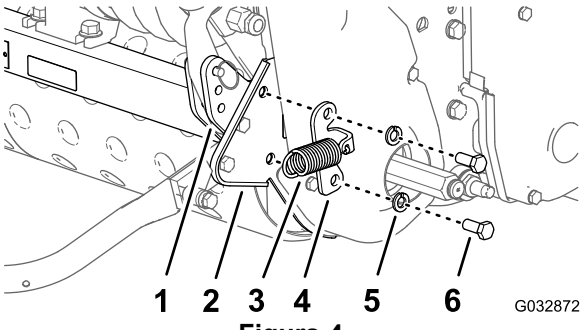

Figura 4
6. Retire os 2 parafusos (3/8" x 7/8") e as duas porcas de bloqueio (3/8") que prendem o suporte da mola-âncora e a placa do lado direito à almofada exterior de amortecimento da estrutura traseira da máquina (Figura 4).